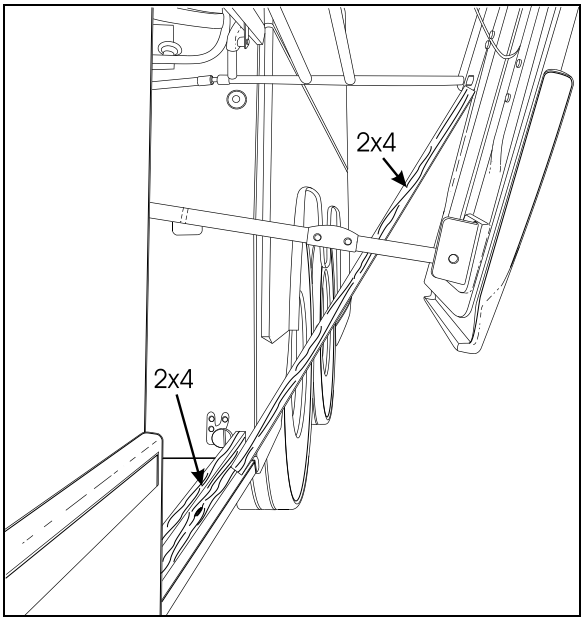

FIGURE 78: PANTOGRAPH ADJUSTMENT 18319
3. Install another piece of 2x4 between the first piece and the bottom of the pivot of the lowest (or shortest) pantograph arm, (Figure 78).